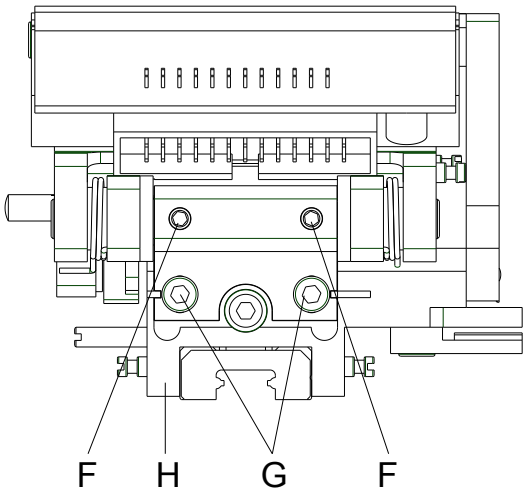

Abbildung 17
4. Inbusschrauben (G, Abbildung 17) entfernen.
6. Notwendige Servicearbeiten vornehmen, z.B. Federn (C) oder Druckkopfhalter austauschen.
Beim Einbau ist auf die Parallelität der Schlitze neben den Schrauben (G) zu den Schlitzen im Führungswagen (H, Abbildung 17) zu achten.